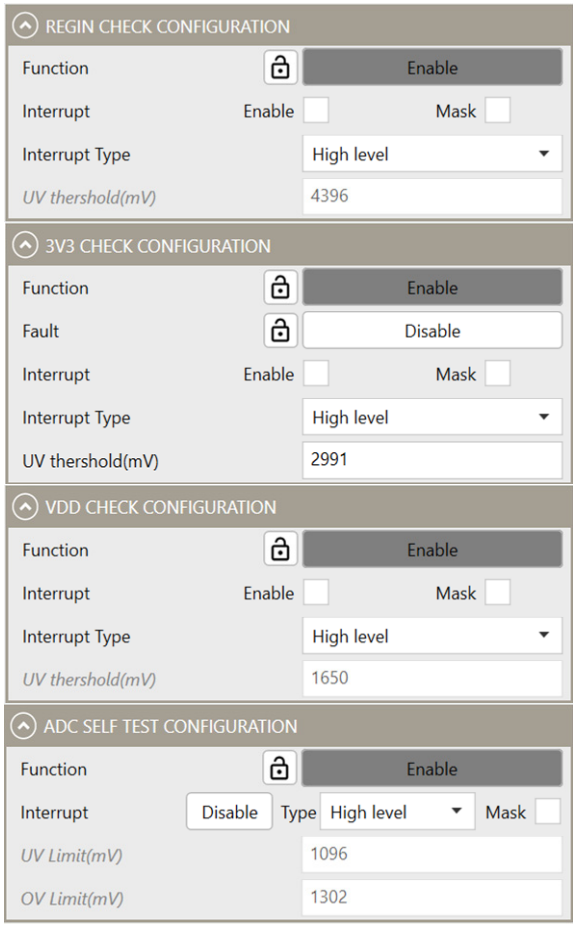

Figure 30: REGIN, 3V3, VDD, ADC Self-Test Check Configuration
a. Over-Voltage Threshold (V): The V_{TOP} OV threshold ranges between 0V and 79.98V.
25. Configure the REGIN, 3V3, VDD, and ADC self-test checks (see Figure 30).